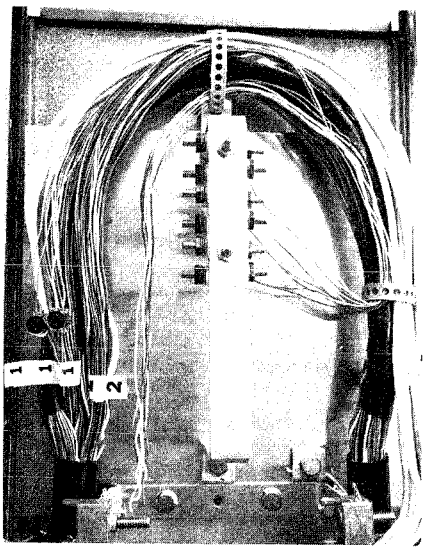

Fig. 11—Terminal Block Wire Leads connected to the Cable Conductors
(4) The UG connectors should not be located any closer than 3 inches to the cable sheath as shown in Fig. 11. ***DO NOT CUT THE CABLE CONDUCTORS.***